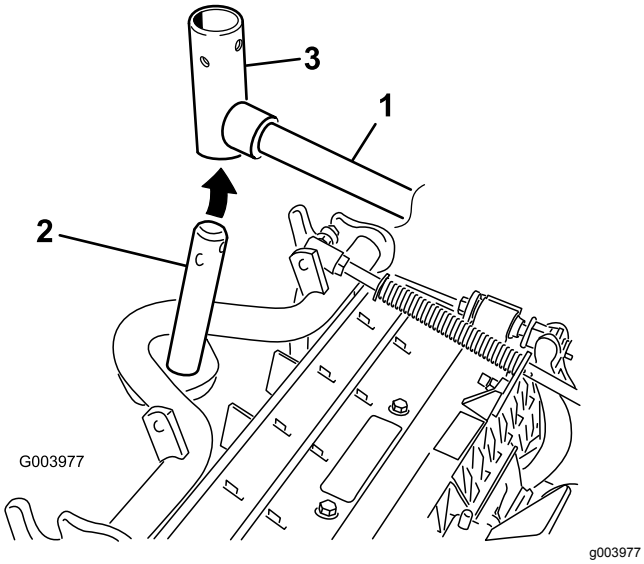

Figuur 8
7. Schuif een van de voorste maaidekken onder de hefarm terwijl u de as van het draagframe naar boven in het juk van het draaipunt van de hefarm brengt (Figuur 8).
B. Breng het juk van de hefarm aan op de as van het draagframe (Figuur 8).